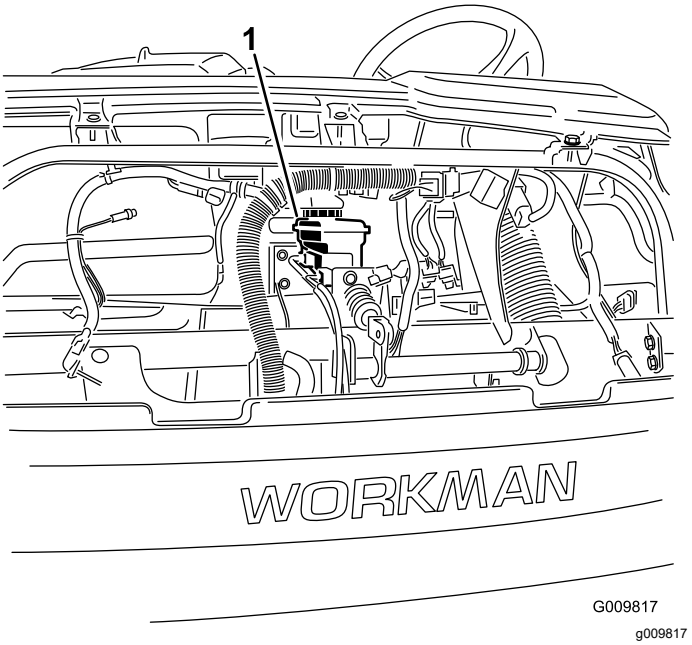

図 57
4. フードを持ち上げてブレーキのマスターシリンダとブレーキ液タンクにアクセスできるようにする図 57。